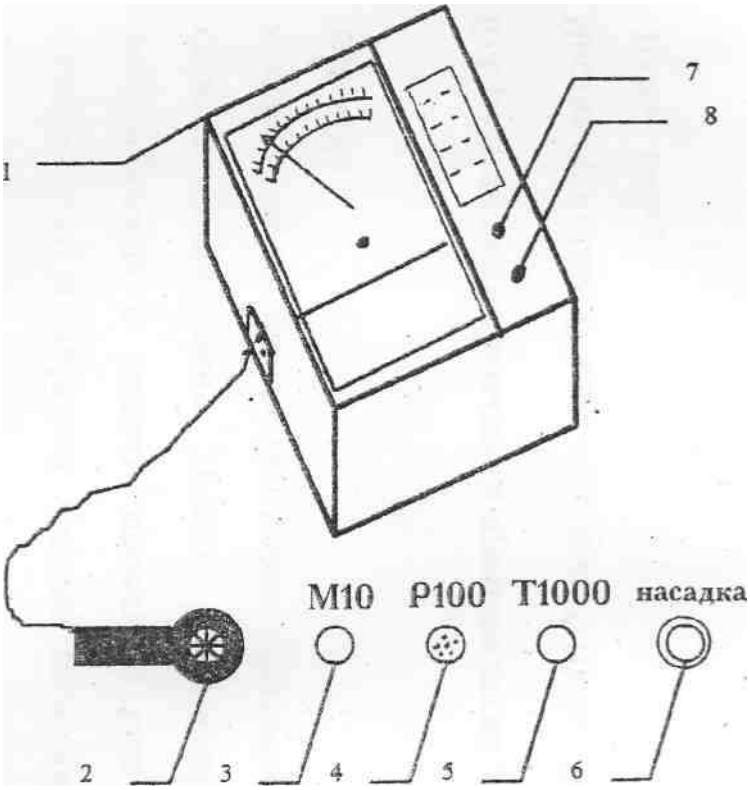

Рис. 2.1. Люксметр Ю-116
Левая шкала (рис. 2.1) – показания «влажного» термометра, правая – «сухого».
Люксметр (рис. 2.1) состоит из измерителя (1) и отдельного фотоэлемента (2) с насадками (3, 4, 5, 6). На передней панели измерителя имеются кнопки (7, 8) переключателя и табличка со схемой, связывающей действие кнопок и используемых насадок с диапазонами измерений, приведенных в табл. 2.1.